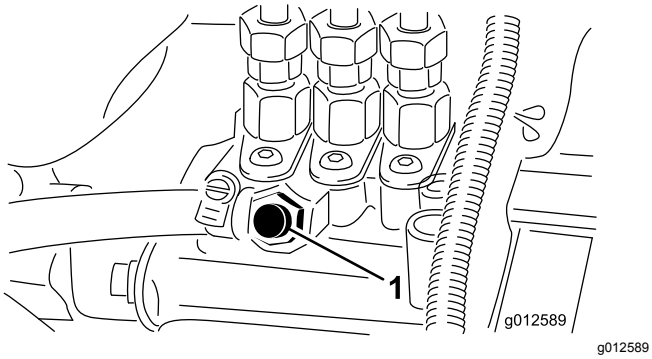

Figur 28
5. Åbn udluftningsskruen på brændstofindsprøjtningspumpen (Figur 28).